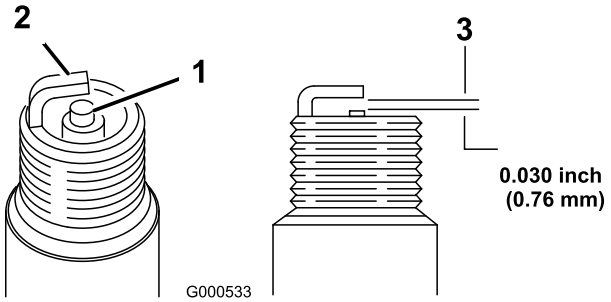

Rysunek 24
5. Ustaw przerwę na świecy na 0,76 mm w sposób widoczny na Rysunek 24.